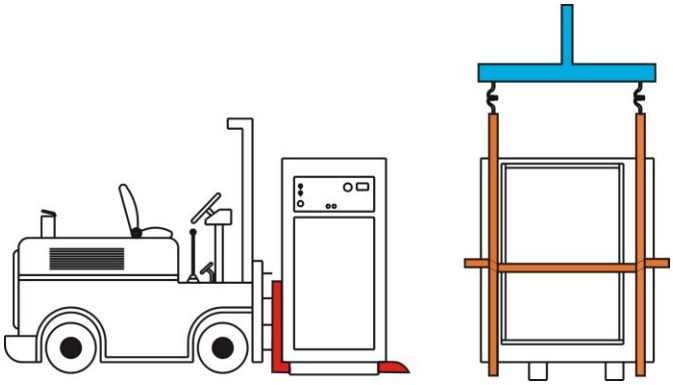

Figure 1.1 - Lieferung und Transport
A. Wenn der Kompressor mit einem Hebebügel geliefert wurde, dann ist er am Hebebügel anzuheben. Wenn kein Hebebügel geliefert wurde, muss der Kompressor per Hebegurt angehoben werden, wie auf Abb. 1.1 dargestellt. Kompressoren, die für den Lufttransport per Hubschrauber bestimmt sind, dürfen nicht am Hebebügel transportiert werden, sondern müssen ausschließlich durch Hebegurte gesichert werden. In jedem Fall muss Anheben und/oder Transport in voller Übereinstimmung mit den geltenden Bestimmungen des Bundes, des Landes oder der betreffenden Gemeinde erfolgen.